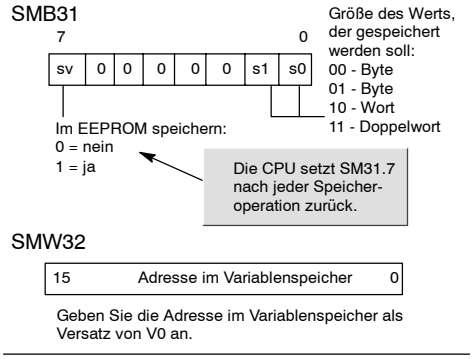

Bild 4-20 SMB31 und SMW32
Sondermerkerbyte 31 (SMB31) weist die S7-200 an, einen Wert des Variablenspeichers in den Bereich des Variablenspeichers im EEPROM zu kopieren. Sondermerkerwort 32 (SMW32) speichert die Adresse des Werts, der kopiert wird. Bild 4-20 zeigt das Format von SMB31 und SMW32.
2. Laden Sie die Größe der Daten in SM31.0 und SM31.1 (siehe Bild 4-20).